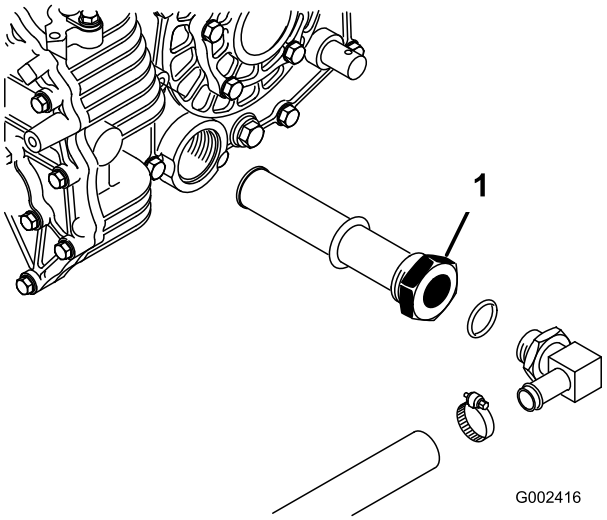

Figur 73
3. Læg mærke til hydraulikslangens retning og 90-grader-beslaget, som er tilsluttet filteret på siden af beholderen (Figur 73). Fjern hydraulikslangen og 90°-beslaget.